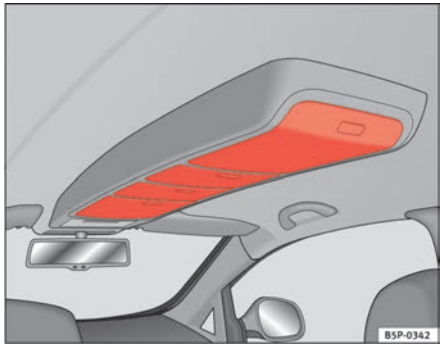

Fig. 105 Roof stowage compartments
– Press the button on the cover to open these compartments ⇒ fig. 105. The cover will then open.